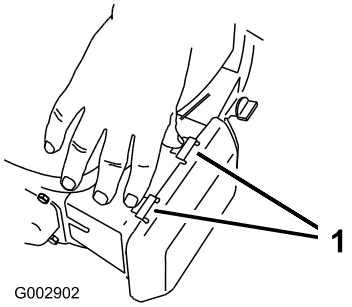

Figuur 24
1. Druk de lippen van de vergrendeling bovenop de luchtfilterdeksel omlaag (Figuur 24).